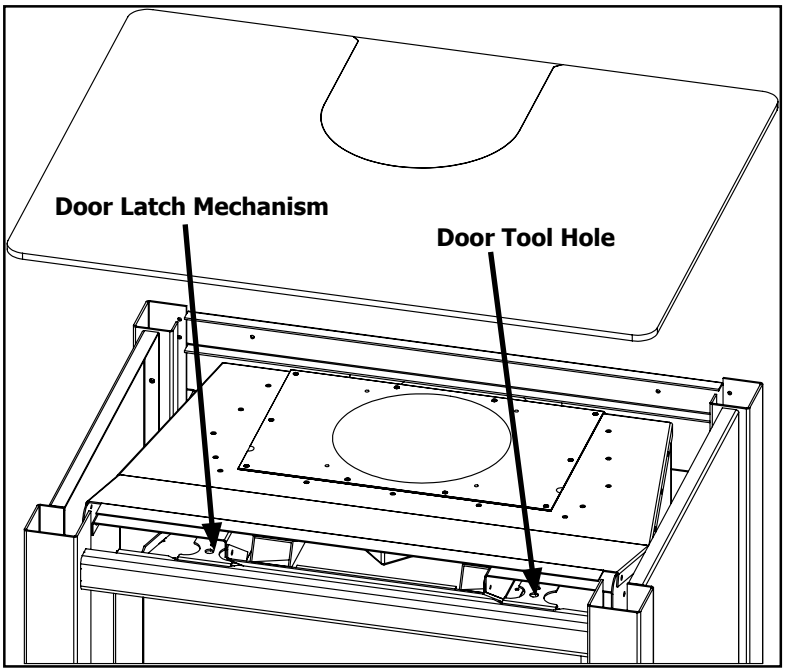

**Figure 8. Top latches for glass door (louvers removed)**
In order to install the log set, and for regular cleaning, the glass door must be removed. The Face must first be removed, as outlined in the section above, before accessing the door latches. There are two (2) door latch mechanisms on top the glass door as shown in Figure 8. Each latch has a hole at the front to use the door tool, supplied with the unit, to pull the mechanisms straight out and up. When the top latches are unhooked, lean the door forward and then lift it up out of the alignment slots at the bottom corners of the firebox.